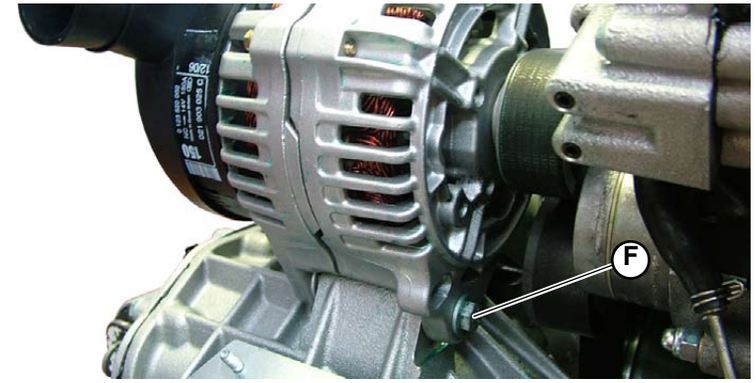

Fig.4
5. Tighten the bolt that secures the alternator (**F-Fig.4**).